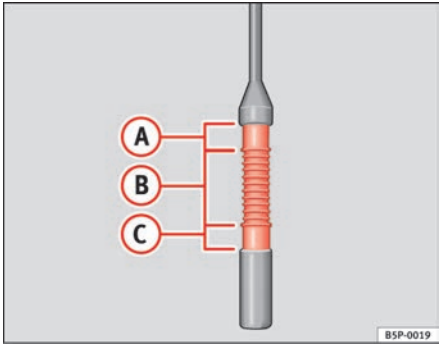

Fig. 159 Engine oil dipstick.
– Then pull it out once more and check the oil level ⇒ page 217, fig. 159. Top up with engine oil if necessary.